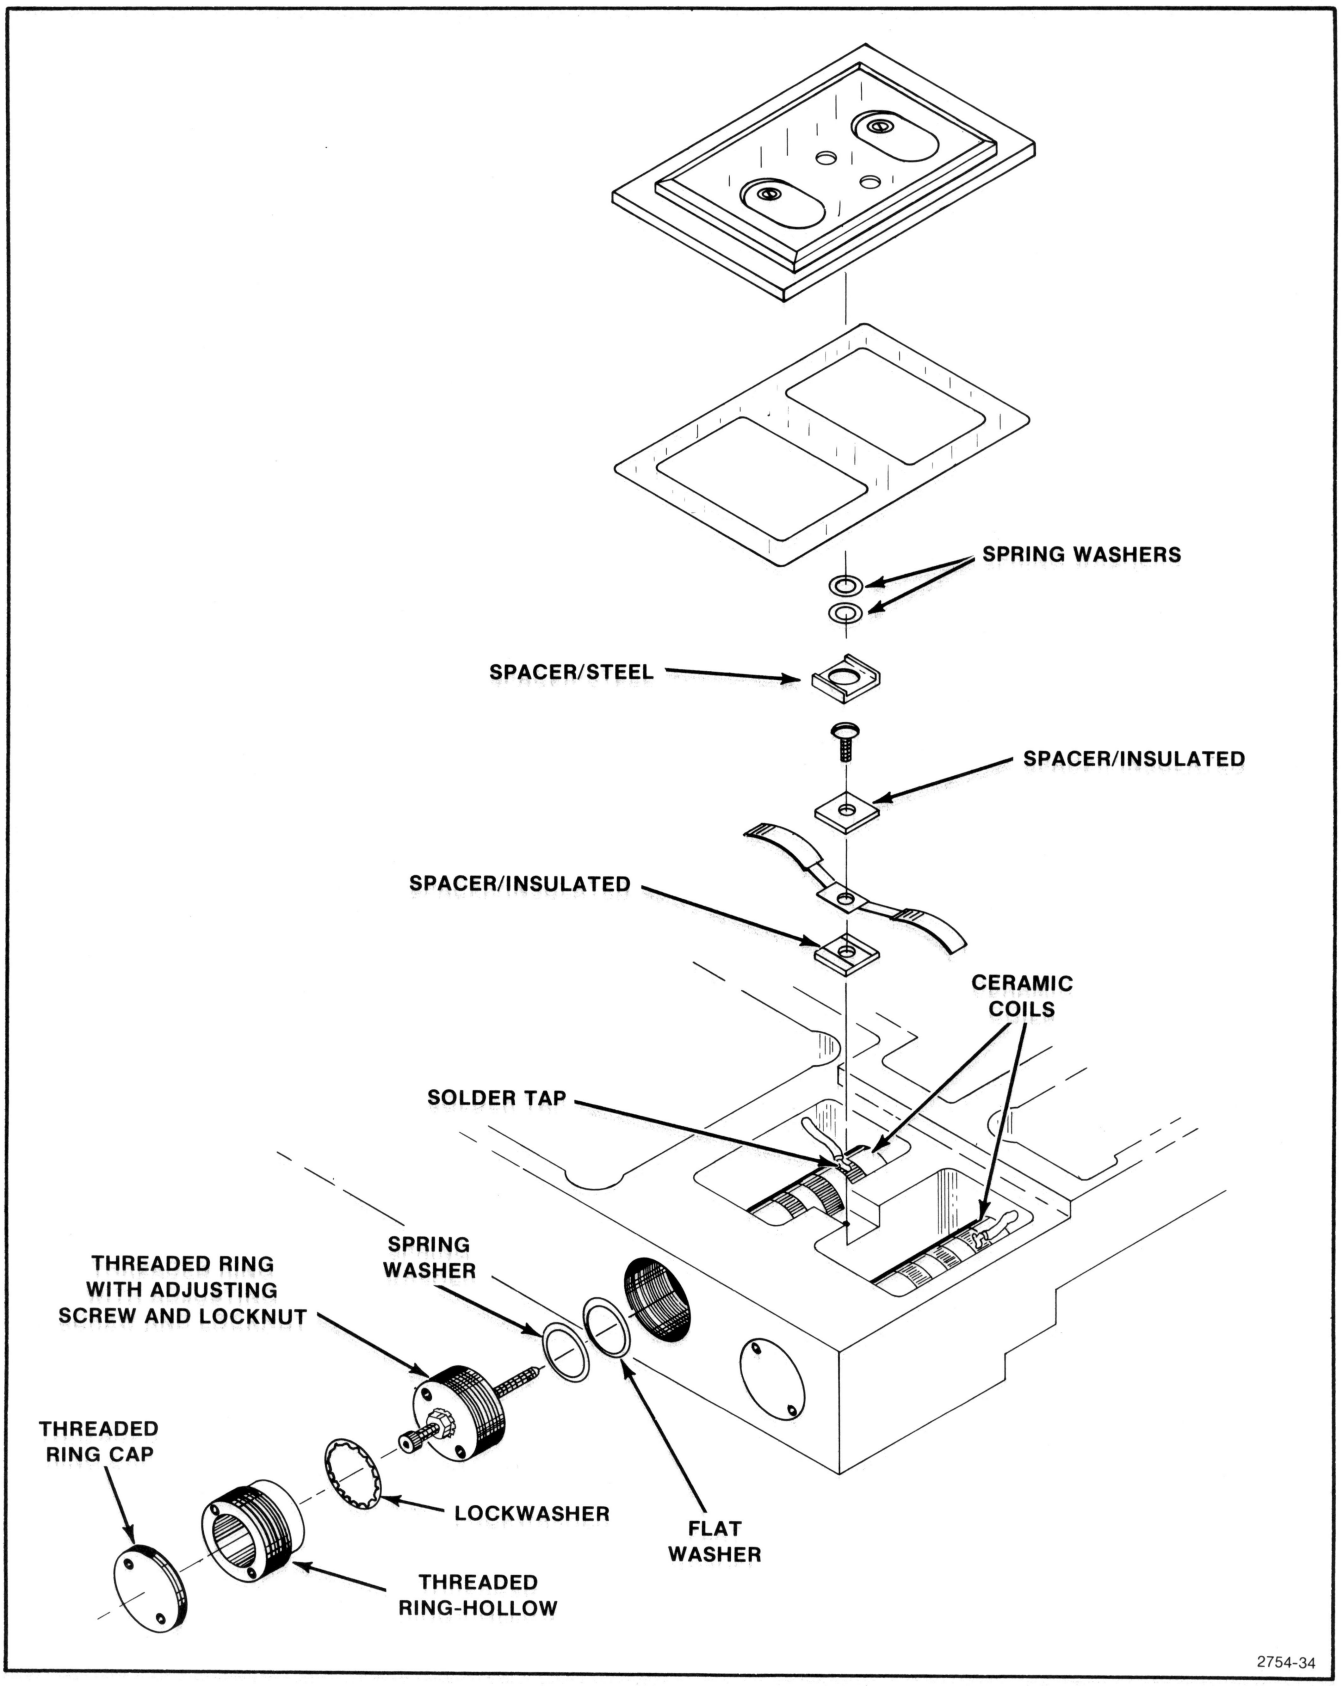

Fig. 5-9. Removing the helical resonator coils.
2. Disconnect the cable at the position shown in Fig. 5-9.
Removing Helical Resonator Coils (See Fig. 5-9)